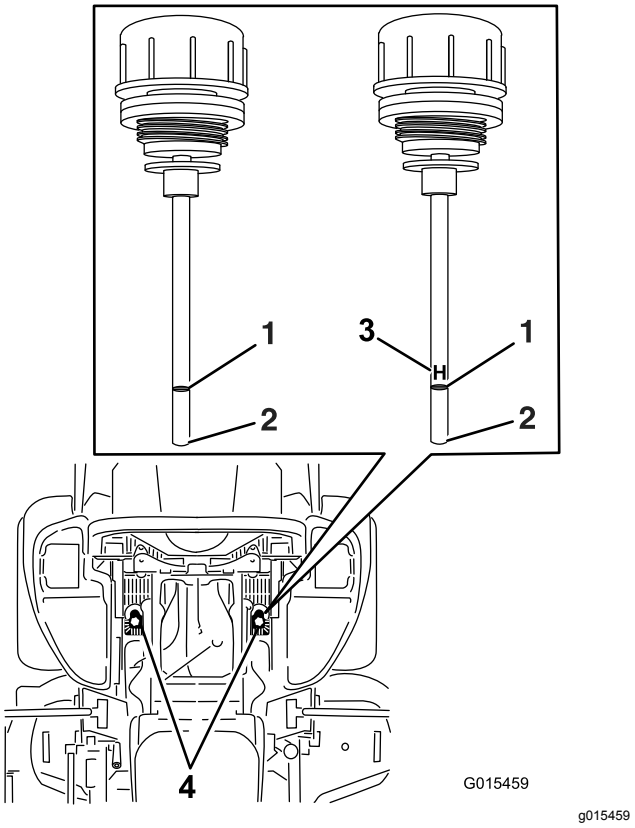

Figuur 99
5. Maak de omgeving van de peilstokken van de hydraulische reservoirs schoon (Figuur 99).
6. Verwijder 1 peilstok uit het hydraulische reservoir (Figuur 99).
8. Neem de peilstok eruit en bekijk het uiteinde (Figuur 99).